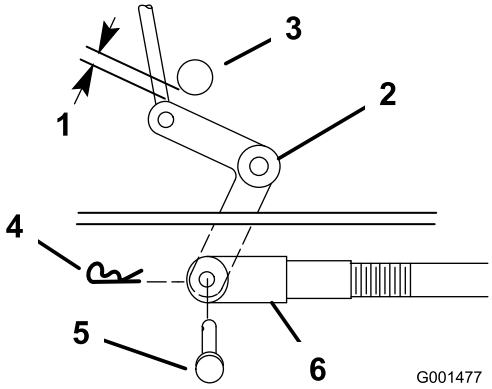
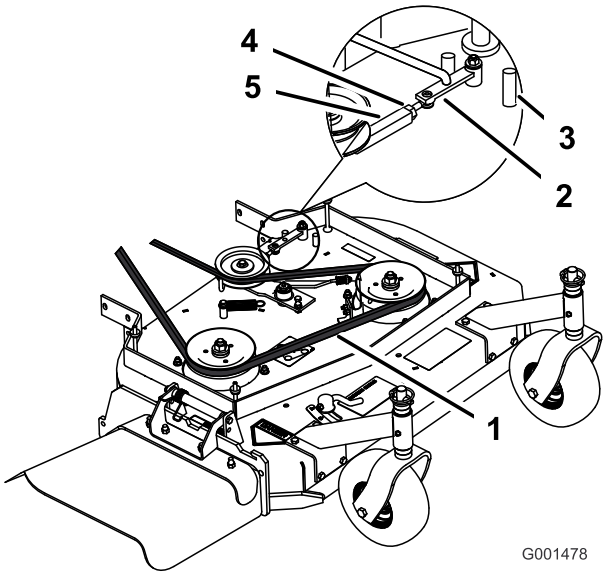
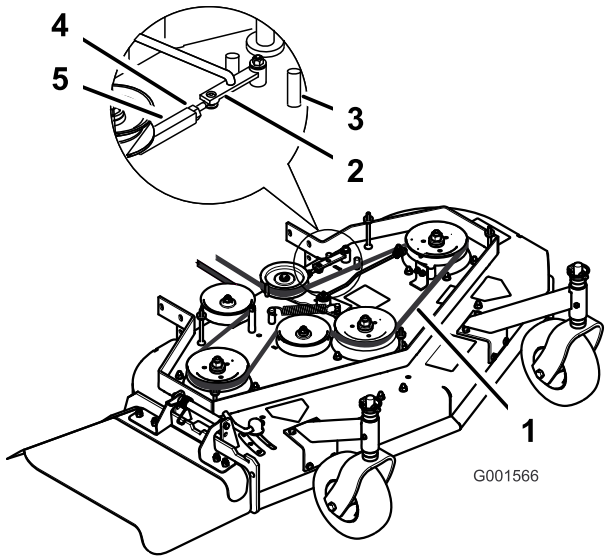

Figura 40
Figura 41
Figura 42
9. Compruebe la distancia entre la palanca acodada y el eje de salida de la transmisión (Figura 40).
11. Gire la horquilla en el sentido de las agujas del reloj para aumentar la distancia; gírela en el sentido contrario para reducirla (Figura 40).
Nota: Si el brazo no entra en contacto con el tope delantero de la plataforma del cortacésped (Figura 41 o Figura 42), ajuste la horquilla para acercar la palanca acodada al eje de salida de la transmisión (Figura 40).